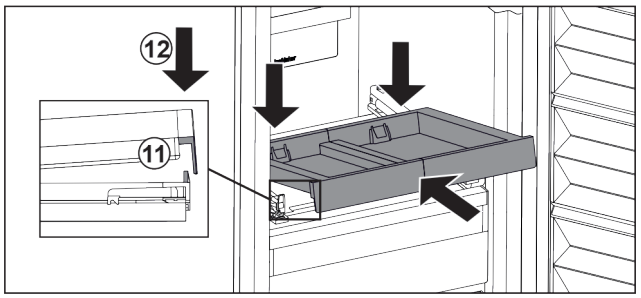

Fig. 104
▶ Slide in at an angle. Make sure that the stop is behind the lug on both sides. *Fig. 104 (11)*
▶ Lower the pull-out board at the front. *Fig. 104 (12)*